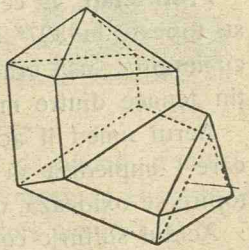

Fig. 127. Macla casiteritului.
V. *Macla casiteritului,* e formată prin alipire, fig. 127.